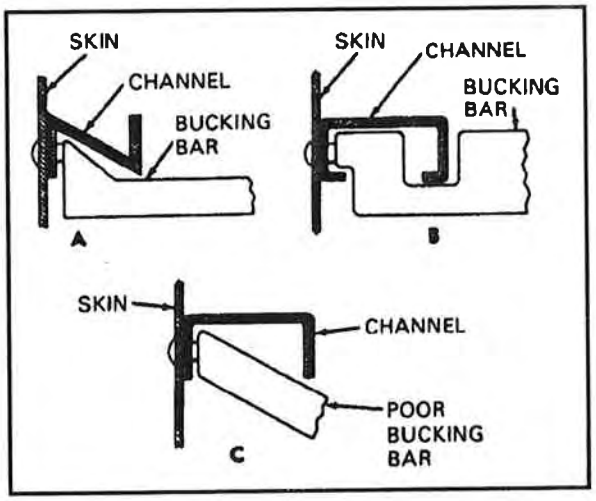

Figure 8-40. Correct and incorrect bucking bars
Use a straight bar whenever possible so that its weight can be applied directly in line with the rivet shank. Where flanges on ribs or stringers do not permit the use of a straight bar, a bar such as those shown in Figure 8-40 (A and B) must be fabricated that will apply pressure in a straight line with the rivet. These bucking bars give much better results than one with a beveled end (C). Enough sheet metal fasteners must be used in attaching the skin to hold it firmly in place.